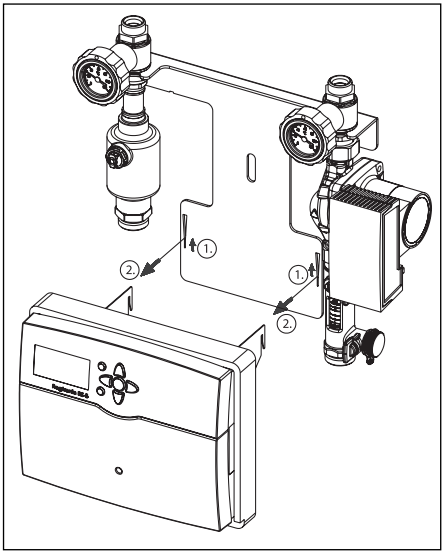

Fig. 16 Smontaggio della centralina
– Separare il regolatore del gruppo solare, come nella Fig. 16.